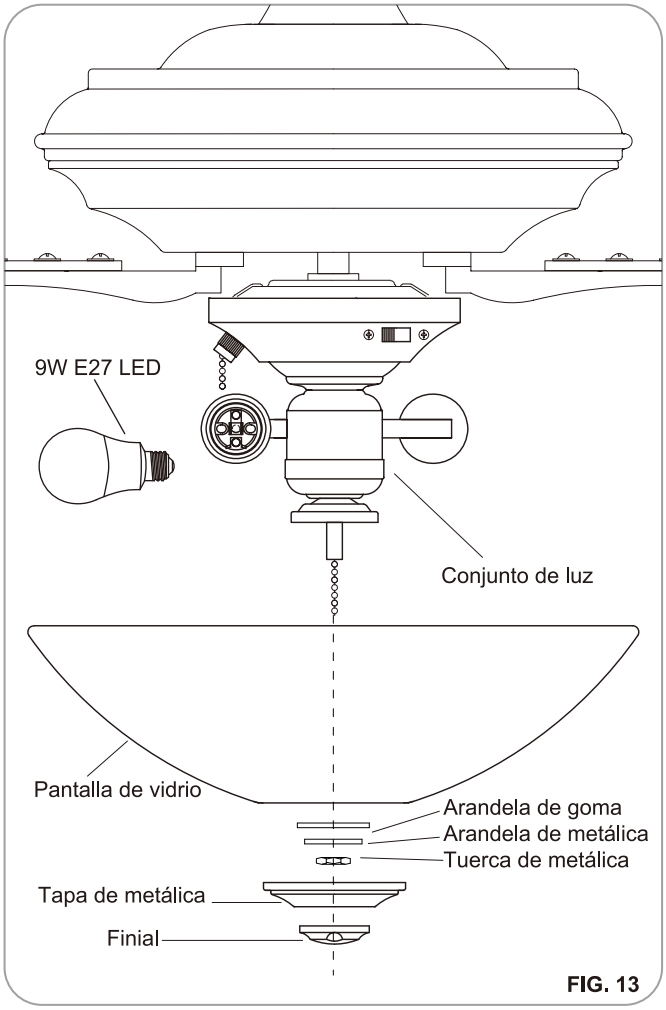

FIG. 13
Paso 1. Instale 2*9W E27 LED (incluidas) en zócalo.(Fig.13)
Paso 2. Quite la arandela de goma, la arandela de metálica, la tuerca de metálica, y la tapa de metálica y finial del aparato de luz. Coloque la pantalla de vidrio sobre el vástago de aparato de luz, fijela con la arandela de goma, la arandela de metálica, la tuerca de metálica, tapa de metálica y finial. No apriete en exceso. (Fig.13)